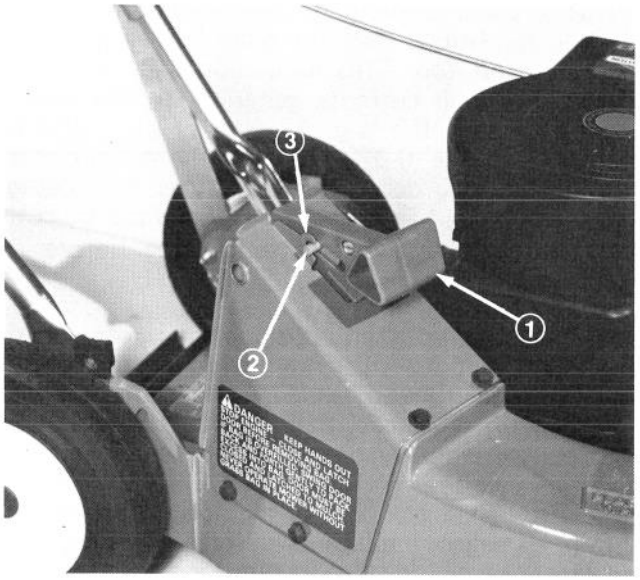

Figure 13
1. Assure chute door handle is fully forward and latch pin is released into latch (Fig. 13). The chute door is now closed.